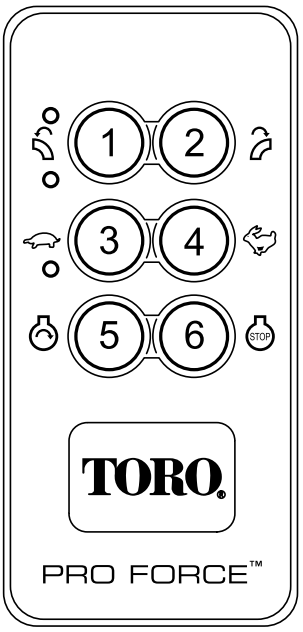

**Figur 12**
4. Motorstart aktiveres kun ved at trykke på startknappen, når Engine Start Enable Condition (aktiveringstilstanden for motorstart) er aktiv. Aktiveringstiltanden for motorstart kan kun aktiveres, når den følgende Engine Start Enable Sequence (aktiveringssekvens for motorstart) er blevet udført (Figur 12).